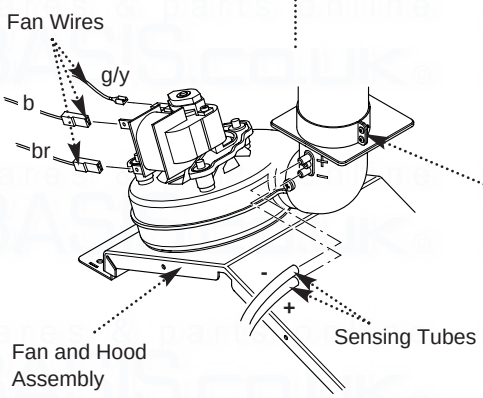

Fig. 58
1. Note the positions of the two sensing tubes on the outlet elbow and three wires on the fan motor and remove them (Fig. 58).
1. Note the positions of the two sensing tubes on the outlet elbow and three wires on the fan motor and remove them (Figs. 58 to 61).